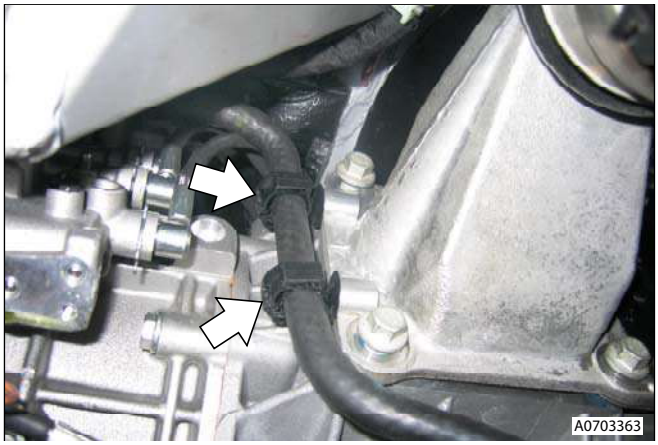

Figure 2
5. Release reservoir hoses from transaxle mounting clips (x2) (see Figure 2).